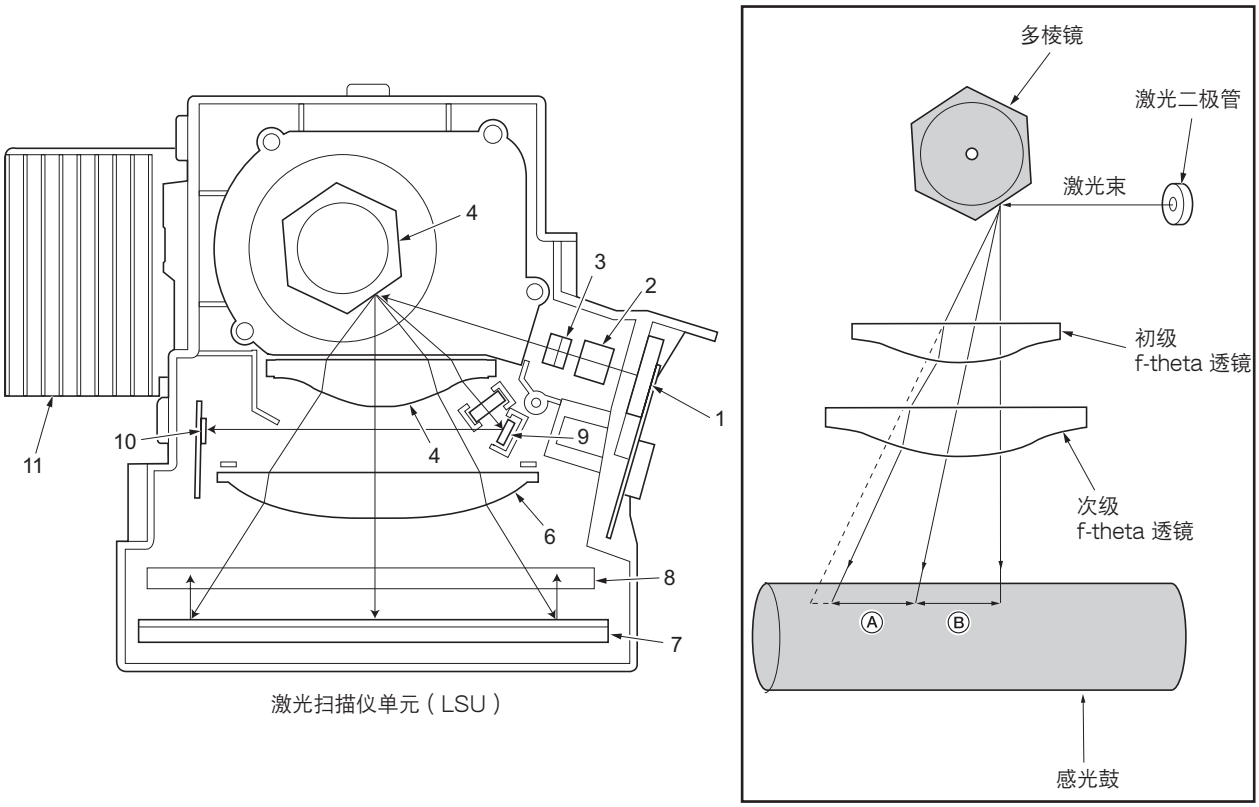

图 2-1-11　激光扫描仪单元
5. 初级 f-theta 透镜 ..... 参见上图 2-1-11。
6. 次级 f-theta 透镜 ..... 初级（见上图）和次级 f-theta 透镜补偿感光鼓上靠近边缘处的聚焦失真。击中感光鼓的激光束离感光鼓边缘越近，则激光束在感光鼓上描绘的有效扫描线（上图所示的 A、B）长度越长。在上图 2-1-11 中，A 和 B 表示的距离并不相等（A > B），除非在多棱镜和感光鼓间配备 f-theta 透镜（A = B）。
9. 传感器反光镜 ..... 使第一束激光弯曲以便向插脚式图像传感器方向扫描（参见图 2-1-11）。